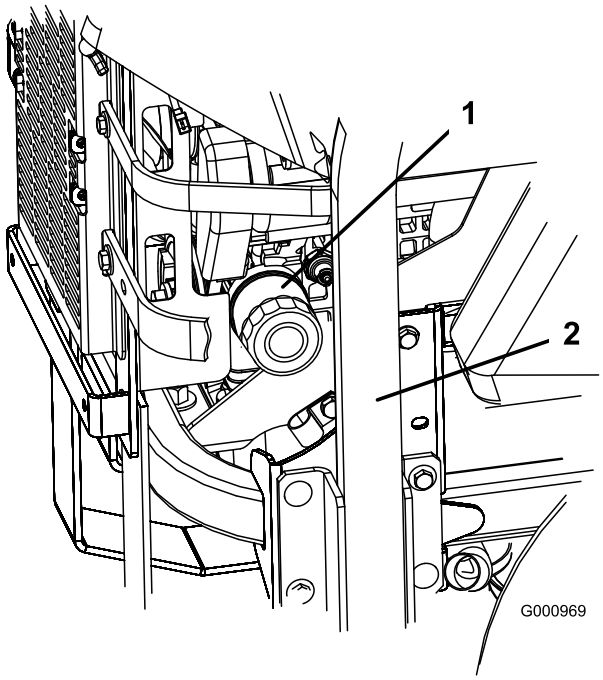
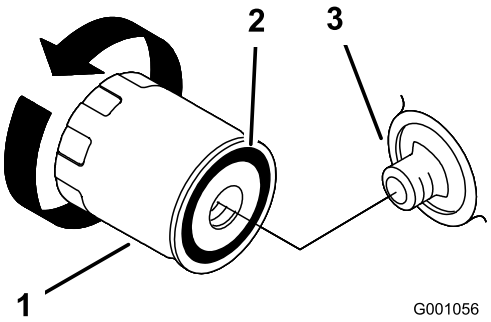

Figur 41
Figur 42
2. Vrid filtret motsols för att ta bort det (Figur 41 och Figur 42).